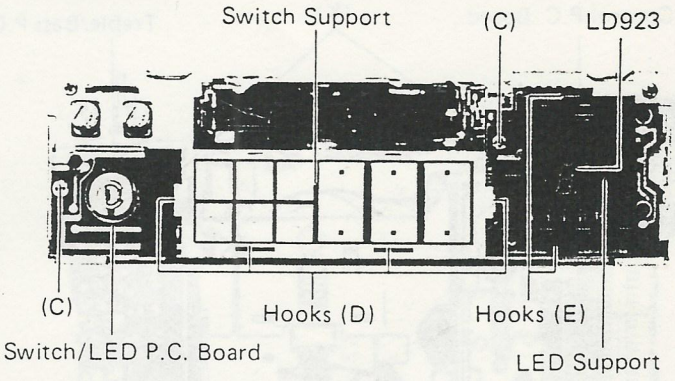

Figure 5
1) Remove four hooks (D) shown in Figure 5 and then remove the switch support from the bottom side.
(5) Removal of LED Support
1) Unsolder LD923 shown in Figure 5 from the pattern side.
2) Remove two hooks (E) shown in Figure 5 and then remove the LED support with LD923.